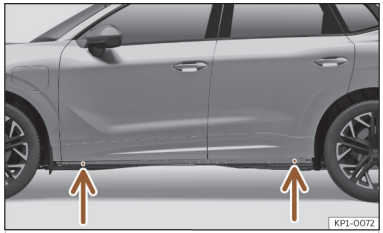

Abb. 242 Aufnahmepunkte für den Wagenheber.
- Suchen Sie am Längsträger die Markierung des Wagenheberaufnahmepunktes (Eindrückung), die dem zu wechselnden Rad am nächsten liegt ››› **(Abb. 242)**.